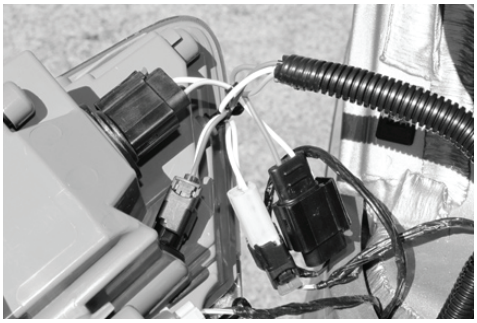

Figure 2
3. Starting on driver's side position the RV harness connector sets containing Yellow wires and Brown wires between separated vehicle harness connectors shown in **Figure 2**. Press connectors firmly into the vehicle connectors until they lock into place. Pull on connectors to ensure the locks are engaged.